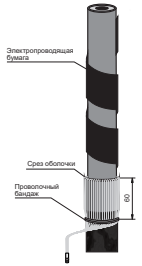

Рисунок 3
4.6 Собрать проволоки экрана, заплести их в косичку и оконцевать наконечником (рисунок 3).